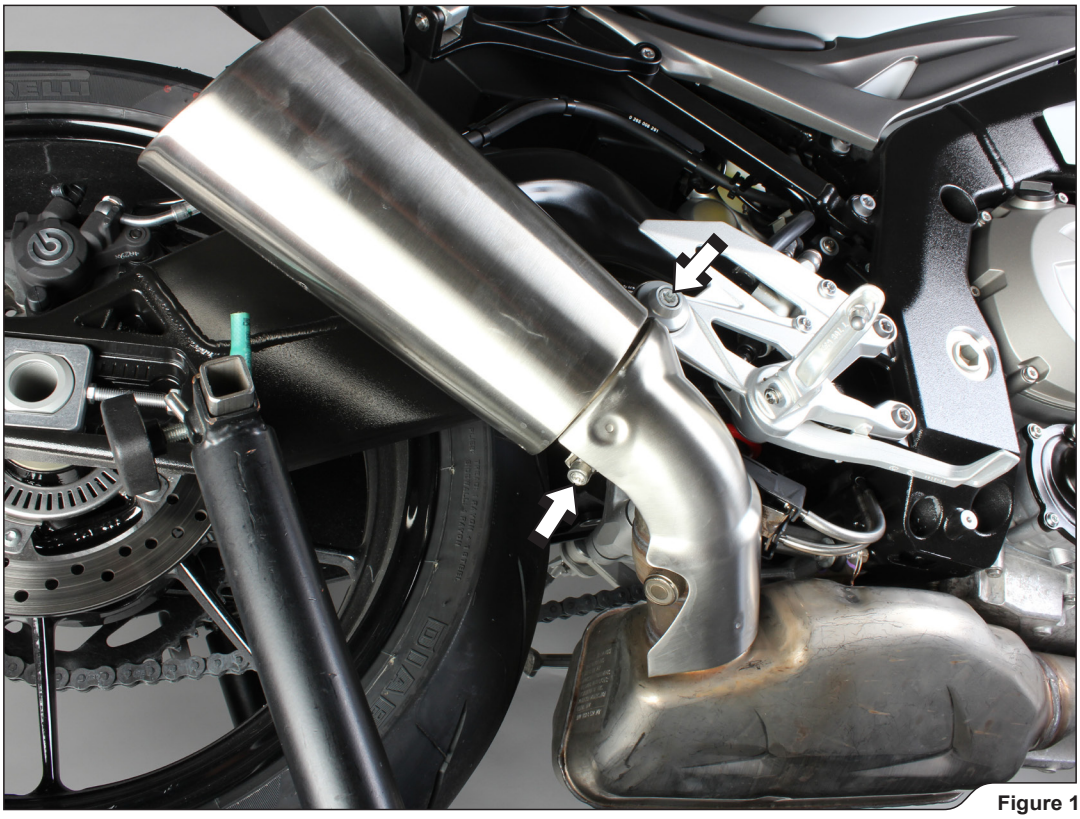

Figure 1
2. Loosen the marked clamp, unscrew the muffler's bracket bolt and remove the muffler with heat shield off the motorcycle **(Figure 1).**